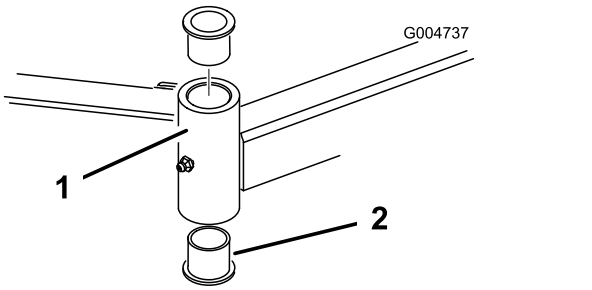

Figure 22
4. Insérez un chasse-goupille dans le haut ou le bas du tube de montage et chassez la bague hors du tube (Figure 22). Chassez ensuite l'autre bague. Nettoyez l'intérieur des tubes de montage.